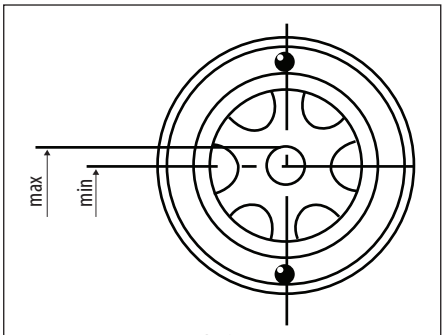

FIGURE 3
Fasten drain screw plug (130), open feed screw plug and pour clean gear oil. For oil level reference, please see Figure 3.